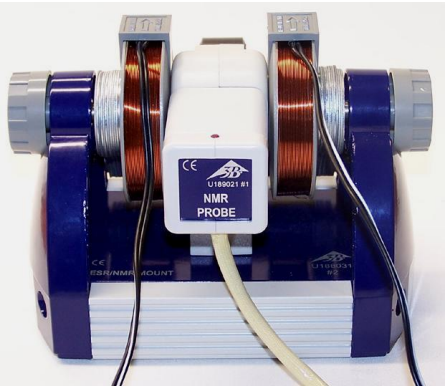

Fig. 8 Basiseinheit mit Messkopf
- Messkopf so in die Messkopfaufnahme der Basiseinheit stecken, dass das Gehäuse anliegt (siehe Fig. 8).